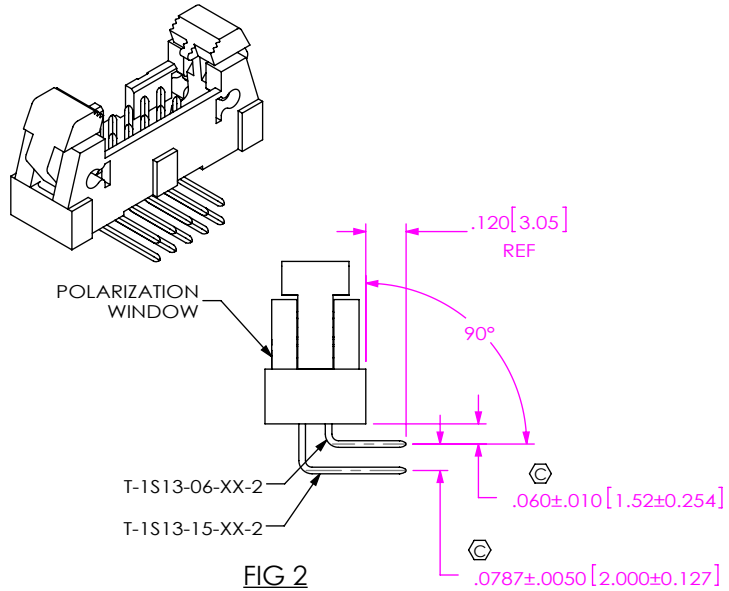

FIG 2
-RA: RIGHT ANGLE (FIG 2, SHT 2)